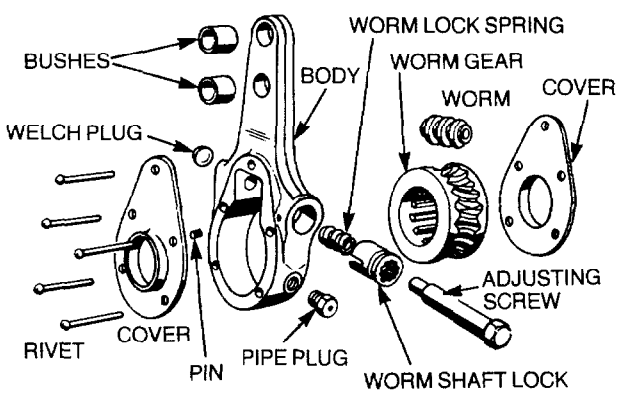

Figure 17 — Slack Adjuster — Exploded View
39. The slack adjusters act as a lever during normal braking for brake application, provide a means of adjusting the brakes, and prevent the over extension of the diaphragm. Brake adjustment can be made after depressing the worm shaft lock and then turning the adjusting screw of the adjuster with a spanner so that is rotates the wormshaft (see Fig. 17).